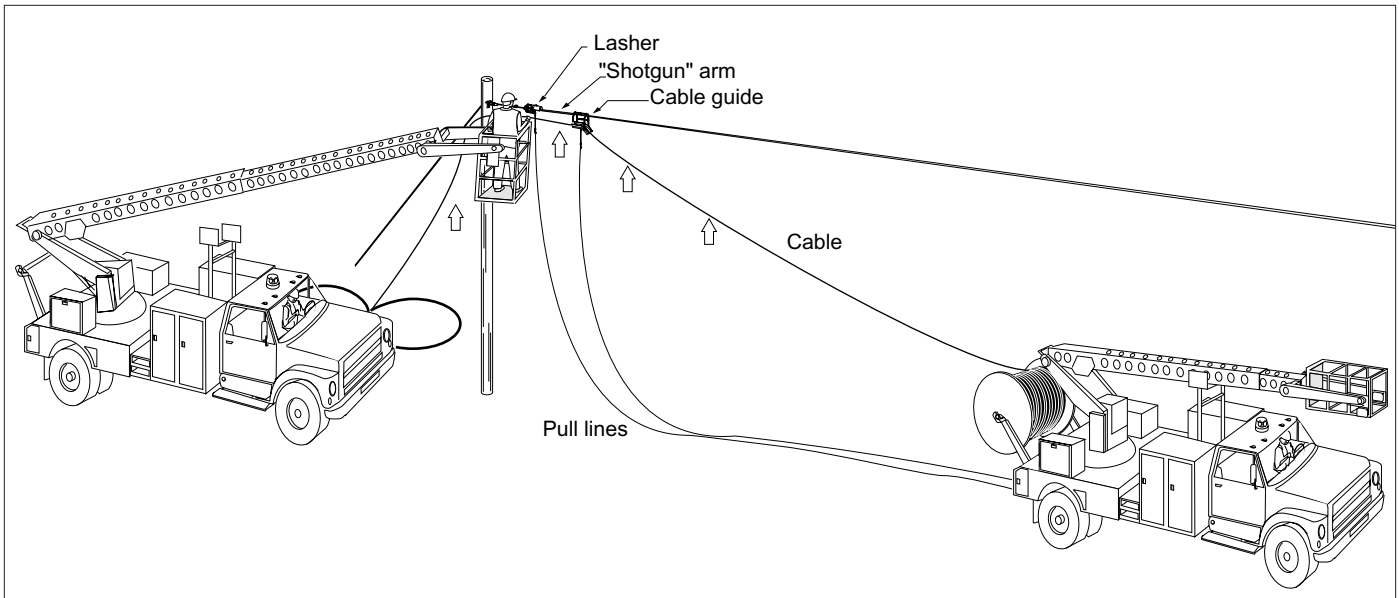

Figure 22 - Raising cable to a strand with a lift
6.7 Using an aerial lift, raise the cable to strand level and place it in the cable guide. Make sure that the cable moves freely and without stress as it leaves the ground. Do not allow the cable to exceed its minimum bend radius during this step (Figure 22).